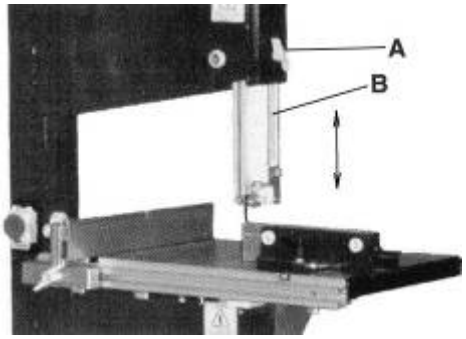

Рисунок 18.
– Открутите стопор, (**А** рис. 18.) зажимающий ползун (**В** рис. 18.) верхнего блока направляющих подшипников, расположенный на передней стороне верхнего кожуха пилы.